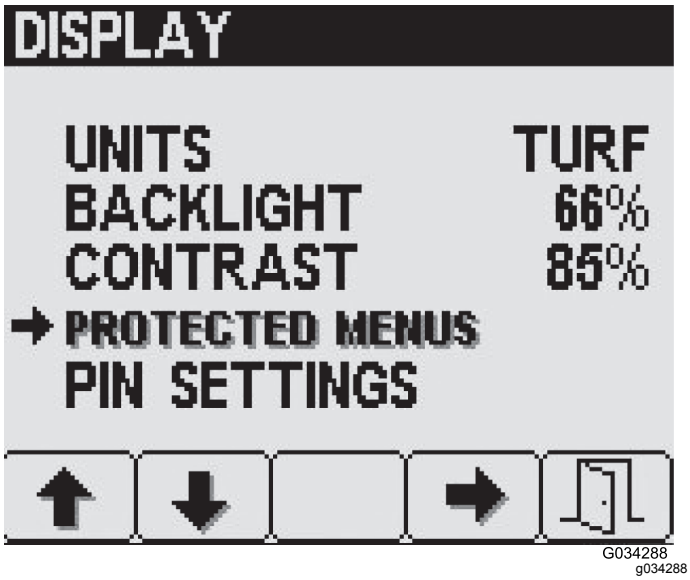

Figur 29
1. Tryck på knapp 2 på inställningsskärmen Skärm för att gå till alternativet Låsta menyer. Tryck sedan på knapp 4 för att välja Låsta menyer (Figur 29).
2. Tryck på knapp 2 för att gå till önskat låst menyalternativ (Figur 29).